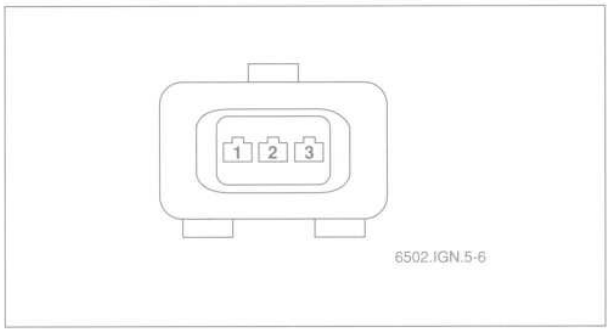

Fig. 8. Crankshaft position/rpm sensor connector (**arrow**).
2. Using an ohmmeter, check the resistance between the terminals 1 and 2 in the sensor end of the connector. See Fig. 8.